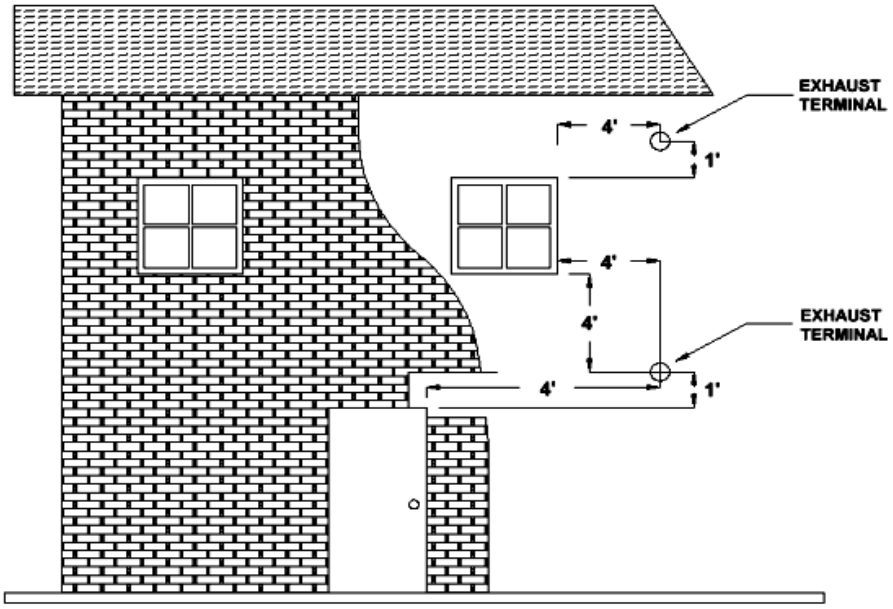

Figure 4a
The type of installation must first be considered before determining the exact location of the venting termination in relationship to doors, window, cavities or air vents. See figures 4a and 4b below.
a. **Without** Outside Air connected to the unit. For These types of installations please refer to the dimensions listed below in figure 4a.